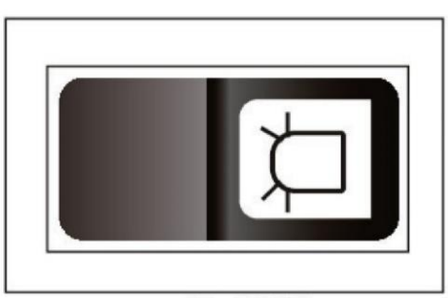

Fig. 3-3 (h)
3.3.4 Advarselskontakt, se fig. 3-3 (i)